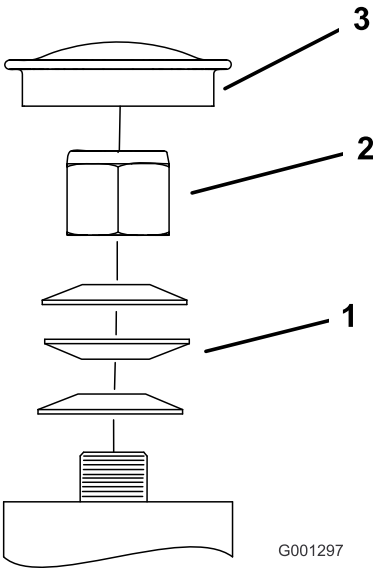

**Figuur 62**
3. Verwijder de stofkap van het zwenkwiel en draai de borgmoer aan (Figuur 62).
4. Draai de borgmoer aan totdat de veerringen vlak liggen, en draai vervolgens 1/4 slag terug om de voorspanning op de lagers correct af te stellen (Figuur 62).
**Belangrijk: Zorg ervoor dat de veerringen goed zijn geplaatst, zoals getoond in Figuur 62.**
5. Plaats de stofkap (Figuur 62).